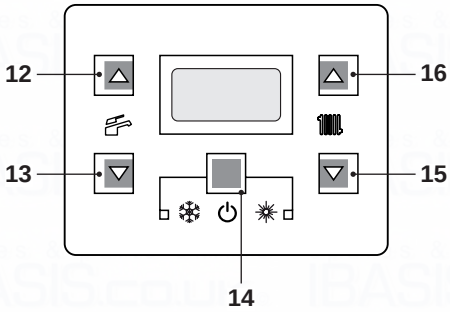
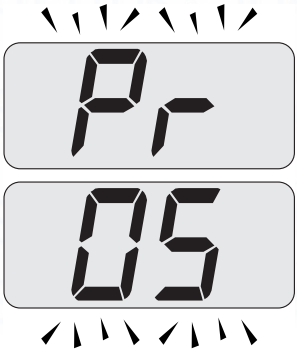

Fig. 8.3
Fig. 8.5
- Enter in "programming mode" by pressing keys 14 - 15 - 16 (Fig. 8.3) for 10 seconds at the same time until the letters **Pr** that alternate with code **01** are displayed on the LCD display, indicating that "parameter
- Scroll the various parameters using keys 15 or 16 until the letters **Pr** that alternate with code **05** are displayed on the LCD display, indicating that "parameter 05" (Fig. 8.5) has been activated.
- Press keys 14 and 16 (Fig. 8.3) at the same time until the value of parameter 05 (00=G20) is displayed on the LCD display (Fig. 8.6).
- By pressing key 16 three times, it is possible to change the value of parameter 05 from **00**=G20 to **05**=G31, which is ok for LPG gas.
- By pressing key 14 (Fig. 8.3) confirmation of the inserted value is obtained.
- Press keys 14 and 15 (Fig. 8.3) at the same time to exit without changing the value (return to the parameters list Fig. 8.5).
- Press keys 14 - 15 - 16 (Fig. 8.3) at the same time for 10 seconds to exit the "programming mode".